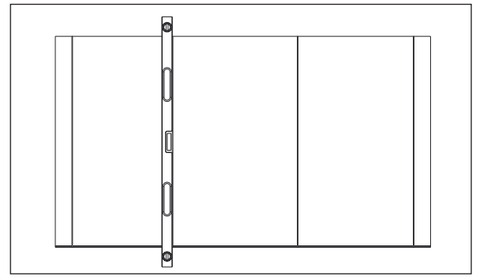

Figure 3: *Use Digital Level to Draw Vertical Line*
- **d.** Use a digital level to draw a vertical straight line from that point. Refer to **Figure 3**. The line does not need to be longer than 3' [.9 m].